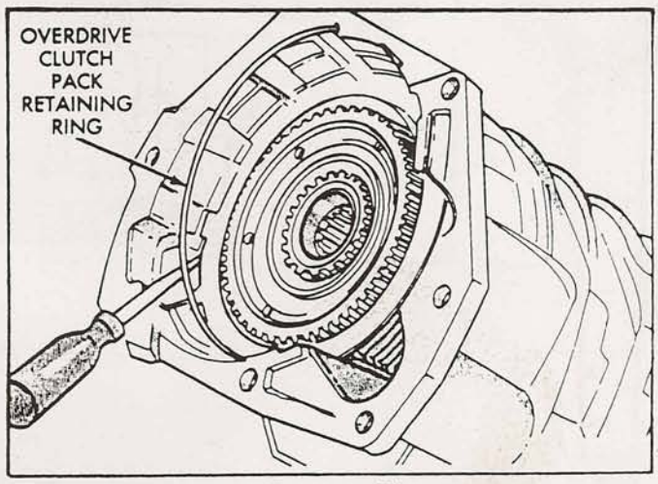

Figure 34
49. Install the ROUND (Wire-Type) snap ring on top of the pressure plate, as shown in Figure 34.